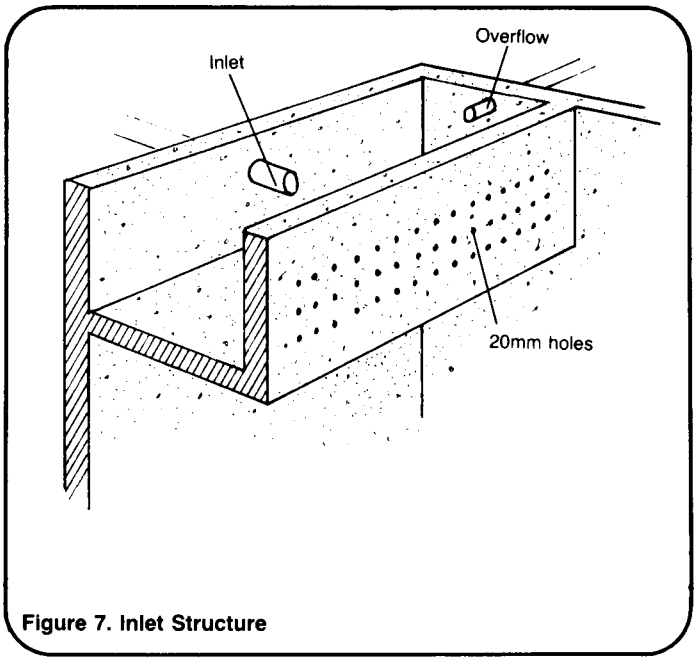

**Figure 7. Inlet Structure**
A well-constructed intake is important for the efficient operation of the sedimentation basin because it provides for even water flow into the basin. Figure 7 shows an intake structure for a sedimentation basin. To build this type of structure follow these steps:
2. Drill 45 holes, 20mm in diameter and 20mm apart, in the wooden forms as shown in Figure 7. Place wooden plugs in the holes. These plugs can be removed after the cement dries.